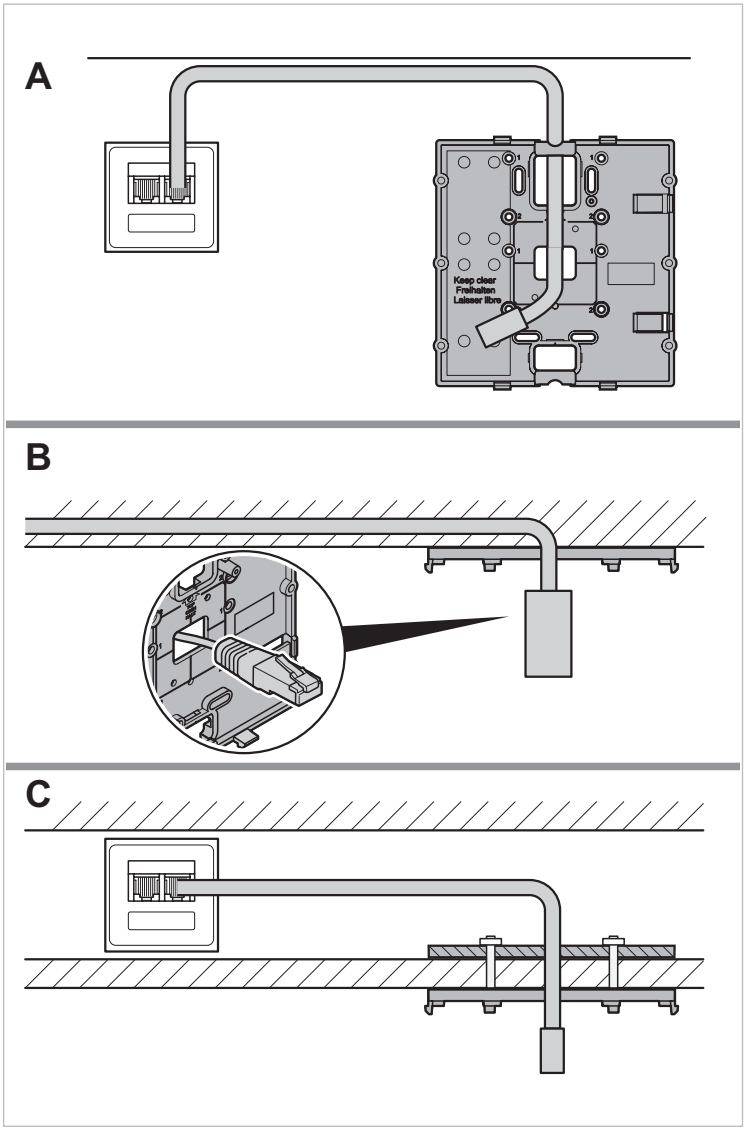

Fig. 8 Montage et acheminement du câble RJ45
- d'une prise de raccordement RJ45 (A et C, Fig. 8)
- Raccorder le câble LAN avec fiche RJ45 ou le câble Ethernet directement au lecteur RF (B, Fig. 8).
3. Visser la plaque de fixation universelle à un plafond suspendu (C, Fig. 8) :